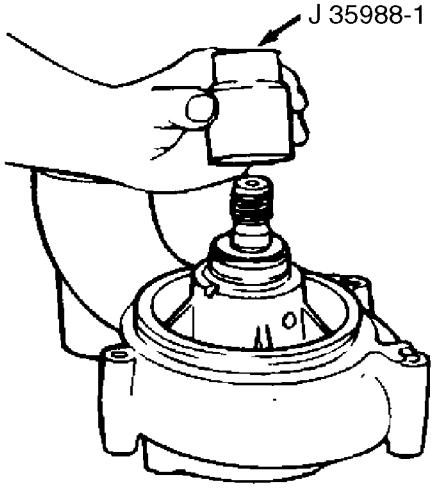

Figure 4-51 Drive Shaft Installation (FM)
8. Place the large end of tool J 35988-1, part of tool set J 35988-D, over the drive shaft so that the lip of the tool rests squarely on the outer bearing race. See Figure 4-51.